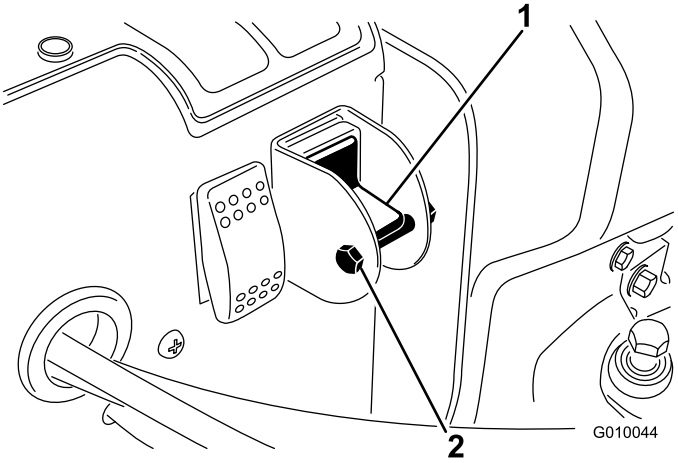

**Rysunek 29**
3. Odkręć śrubę i nakrętkę zabezpieczającą z przełącznika (Rysunek 29).